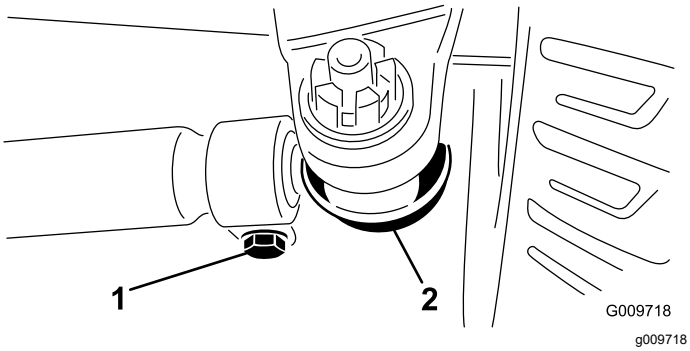

Figur 111
3. Du kan justere spidsningen ved at fjerne låseclipsen og møtrikken fra hver forbindelsesstangs kugleled (Figur 111).
5. Løsn klemmerne i hver ende af forbindelses-stængerne (Figur 111).